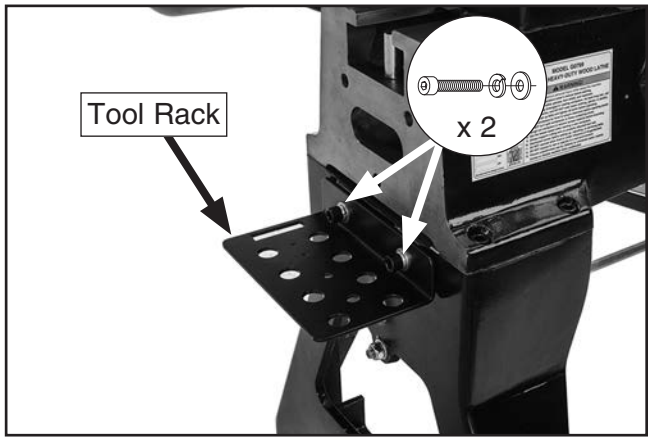

Figure 24. Tool rack mounted at end of bed.
20. Use (2) M12-1.75 x 20 cap screws, (2) 12mm flat washers, and (2) 12mm lock washers to install tool rack at end of lathe bed (see **Figure 24**).